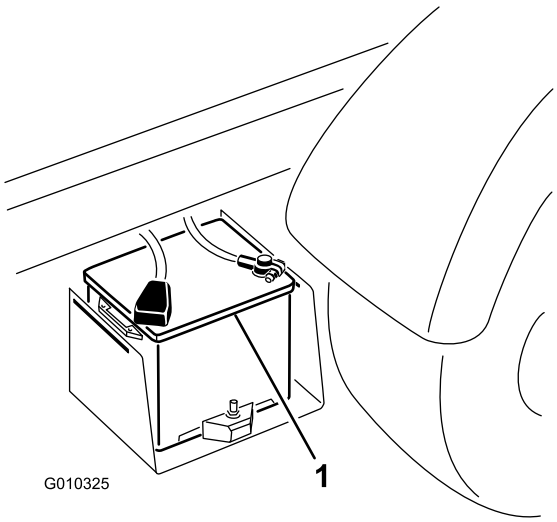

Figuur 48
2. Sluit een startkabel aan tussen de positieve polen van de twee accu's (Figuur 48). De positieve pool is te herkennen aan het symbool '+' bovenop het accudeksel.